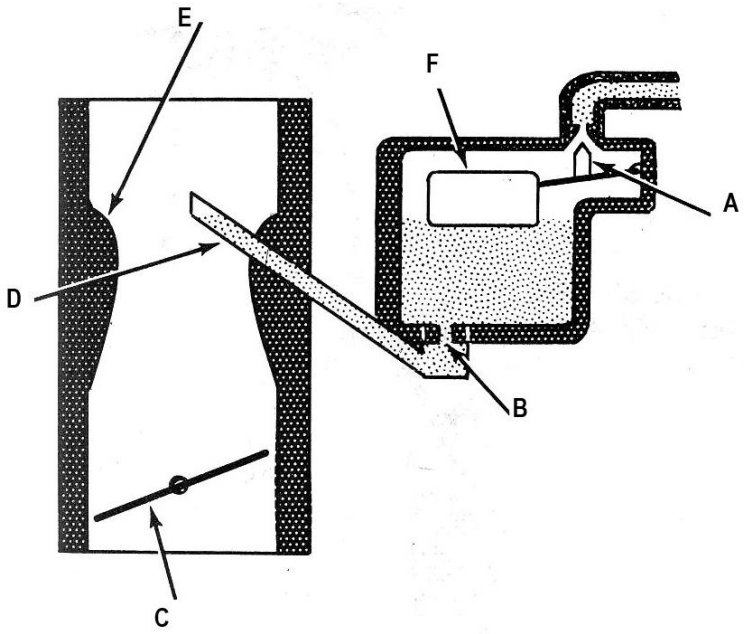

FIGURE 4 (6)
4.3 Study FIGURE 4 below and label the components (A–F) in the ANSWER BOOK.